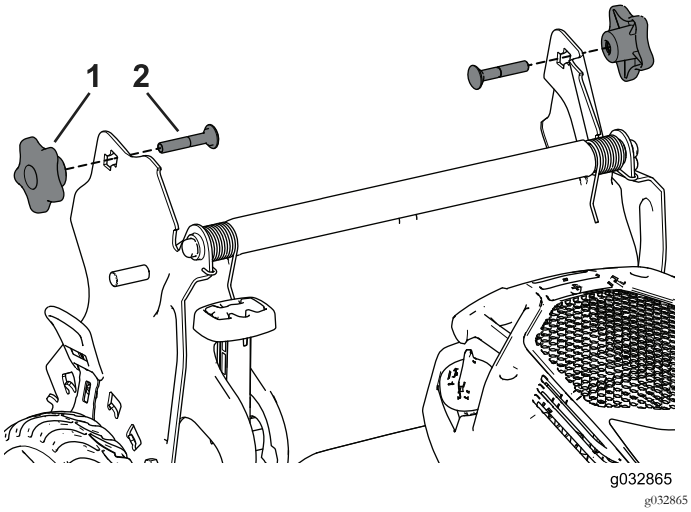

Figure 29
3. Insérez le boulon de carrosserie (la tête du boulon vers l'intérieur) dans le support du guidon et dans le trou supérieur à l'extrémité du guidon. Vérifiez que les bords carrée de chaque boulon de carrosserie s'engagent dans le trou carré supérieur ou inférieur du support de guidon correspondant (Figure 29).